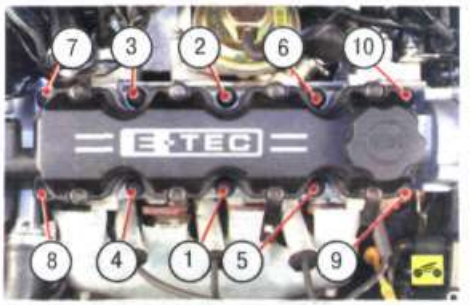

Рис. 5.4. Последовательность затяжки болтов крепления головки блока цилиндров
на рис. 5.4, в три приема: выверните болты на пол-оборота, выверните болты еще на пол-оборота, окончательно выверните болты.
Затягивайте болты на холодном двигателе в последовательности, показанной на рис. 5.4, в пять этапов: 1-й – затяните болты моментом 25 Н·м (2,5 кгс·м); 2-й – доверните болты на угол 60°; 3-й – дополнительно доверните болты на угол 60°; 4-й – еще дополнительно доверните болты на угол 60°; 5-й – окончательно заверните болты на угол 10°;
12. Установите на двигатель головку блока цилиндров, а корпус распределительного вала на головку и затяните болты их крепления в последовательности, показанной на рис. 5.4 (см. «Замена прокладки головки блока цилиндров», с. 79), моментом, приведенным в приложении 1.